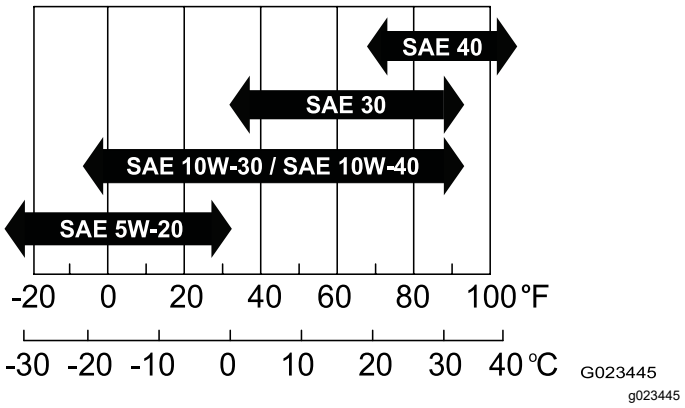

**Figuur 35**
- **Viscositeit:** SAE 30; raadpleeg de volgende tabel voor andere viscositeitsgraden (Figuur 35):